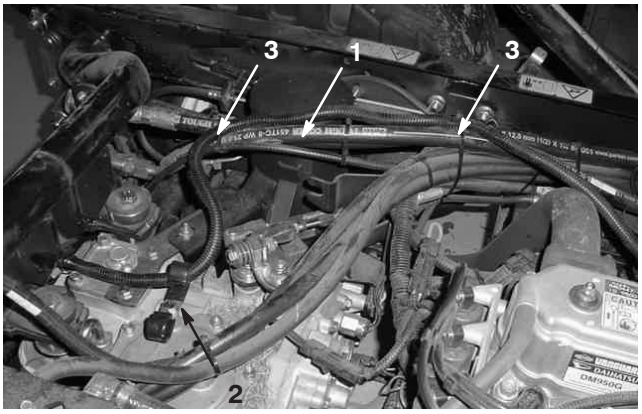

Figure 5
1. Route the ring terminal end of the power wire harness to the tow vehicle battery (Fig. 5 & 7).
3. Secure the harness to the tow vehicle with wire ties at locations shown in figure 5.
4. Install (2) J–Clips to the top of the transmission with a 8 mm x 2 screw (Fig. 5).
5. Route the harness thru the left J–Clip as shown in figure 5.